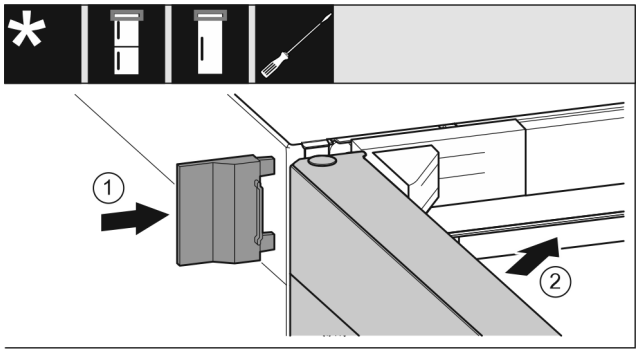

Fig. 23
- ▶ Uzbīdiet ārējo pārsegu *Fig. 23 (1)*.
- ▶ Aizveriet augšējās durvis *Fig. 23 (2)*.